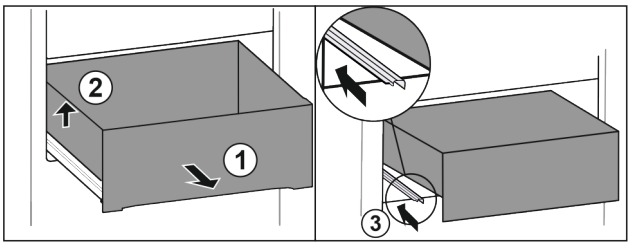

Fig. 96
▶ Вытяните выдвижной ящик до упора. *Fig. 96 (1)*
▶ Приподнимите выдвижной ящик слева. *Fig. 96 (2)*
▶ Вставьте левую направляющую. *Fig. 96 (3)*